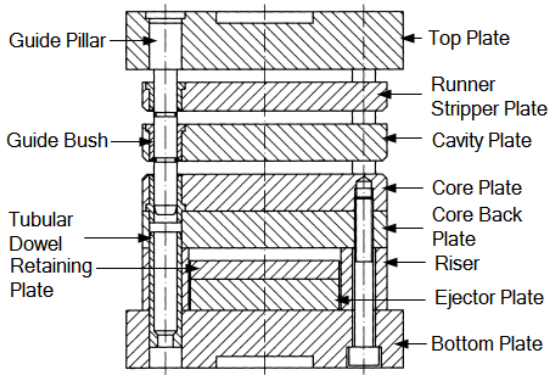

Figure 1-2 *The structure of a three plate mold*
2. Three Plate Mold, refer to Figure 1-2